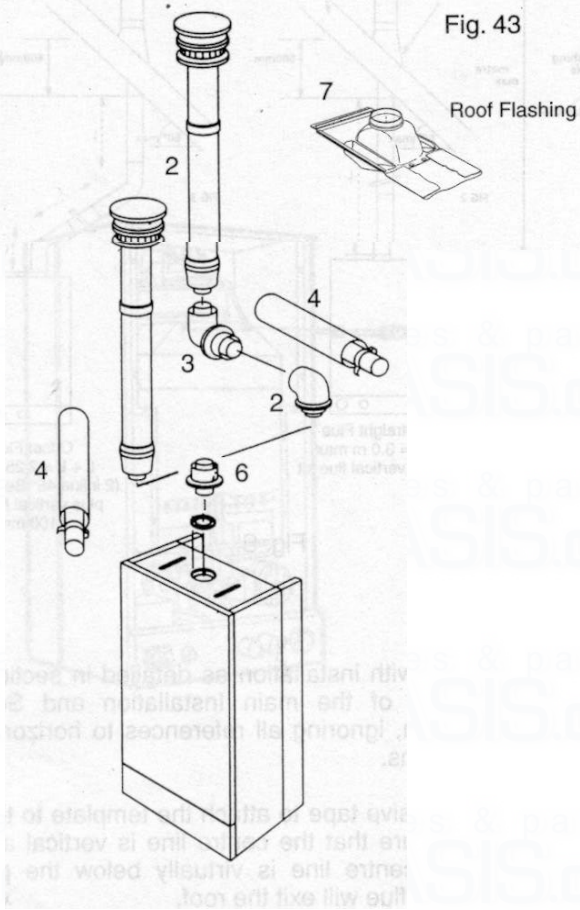

Fig. 43
- Position the straight header on the top of the appliance (Fig. 43) Item 6, and ensure that the gasket and sealing rings are correctly fitted.
Fit a roof flashing sleeve (7 Fig. 43) to the roof, available from Ravenheat Manufacturing.